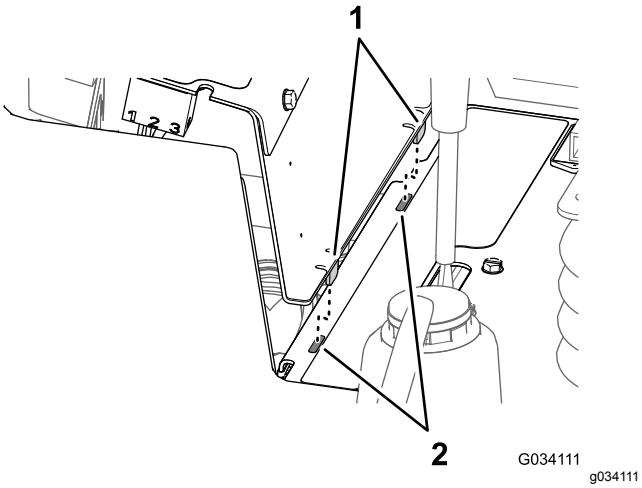

Figuur 53
2. Lijn de 2 nokken aan de onderkant van het zijpaneel uit met de 2 sleuven in het frame voor het bedieningspaneel (Figuur 53).